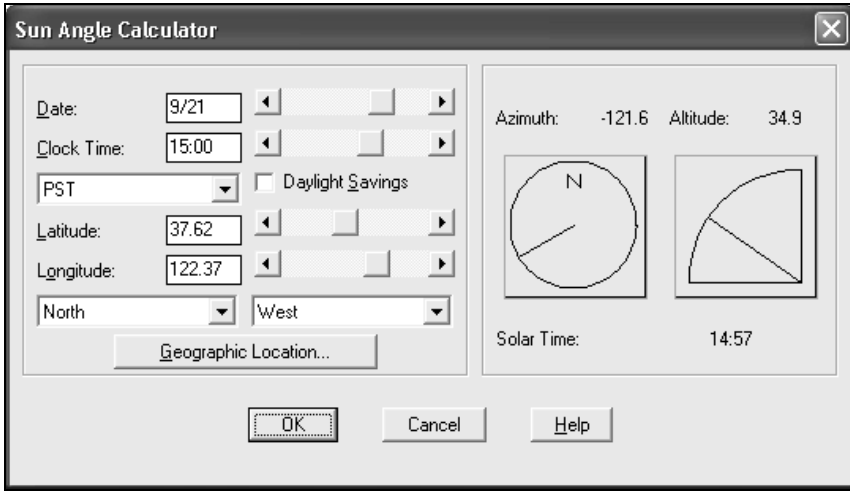

Рис. 12.35. Диалоговое окно **Sun Angle Calculator**
- нажатием кнопки **Sun Angle Calculator** (Положение солнца) открыть ДО **Sun Angle Calculator** (Положение солнца) (рис. 12.35) для настройки географических и временных параметров при задании солнца в качестве источника света: